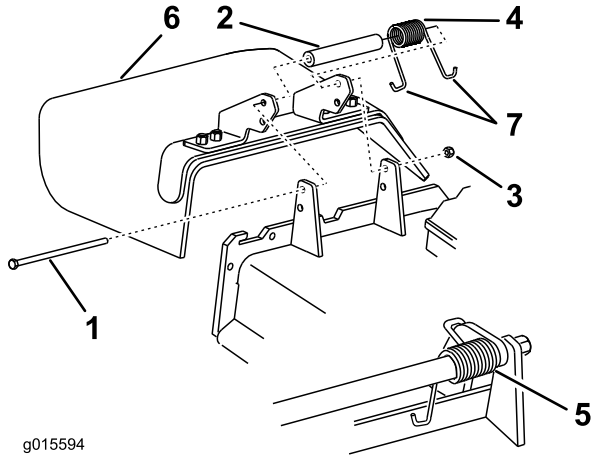

Figure 100
1. Retirez le contre-écrou, le boulon, le ressort et l'entretoise qui fixent le déflecteur aux supports de pivot (Figure 100).
Remarque: Prenez soin de placer une extrémité en **J** du ressort derrière le bord du tablier avant de mettre le boulon en place, comme montré à la Figure 100.
5. Accrochez une extrémité en **J** du ressort au déflecteur d'herbe (Figure 100).